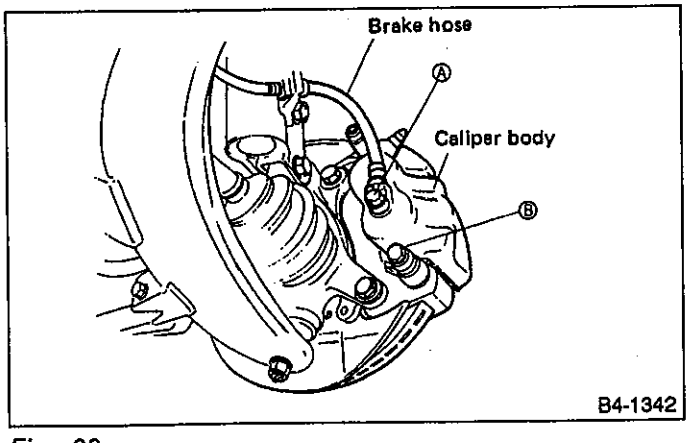

Fig. 68
1) Remove union bolt (shown by Ⓐ in Figure 68), and disconnect brake hose from caliper body ASSY.
2) Loosen lock pin (shown by Ⓑ in Figure 68).